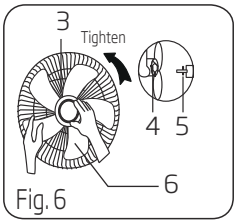

Fig. 6
2 Part figure 6
2. Insert the blade into shaft, and make sure the rotor shaft pin is fitted into groove of the blade. Turn the spinner counterclockwise to tighten the blade. (Fig. 6)